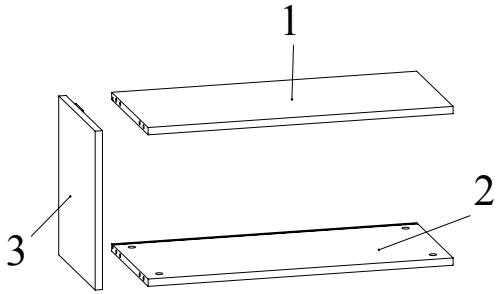

Рис.4
7. Установить крышку 1 и дно 2 на боковину 3 и зафиксировать, повернув конфирматным ключом головки минификсов по часовой стрелке до упора (Рис. 4).